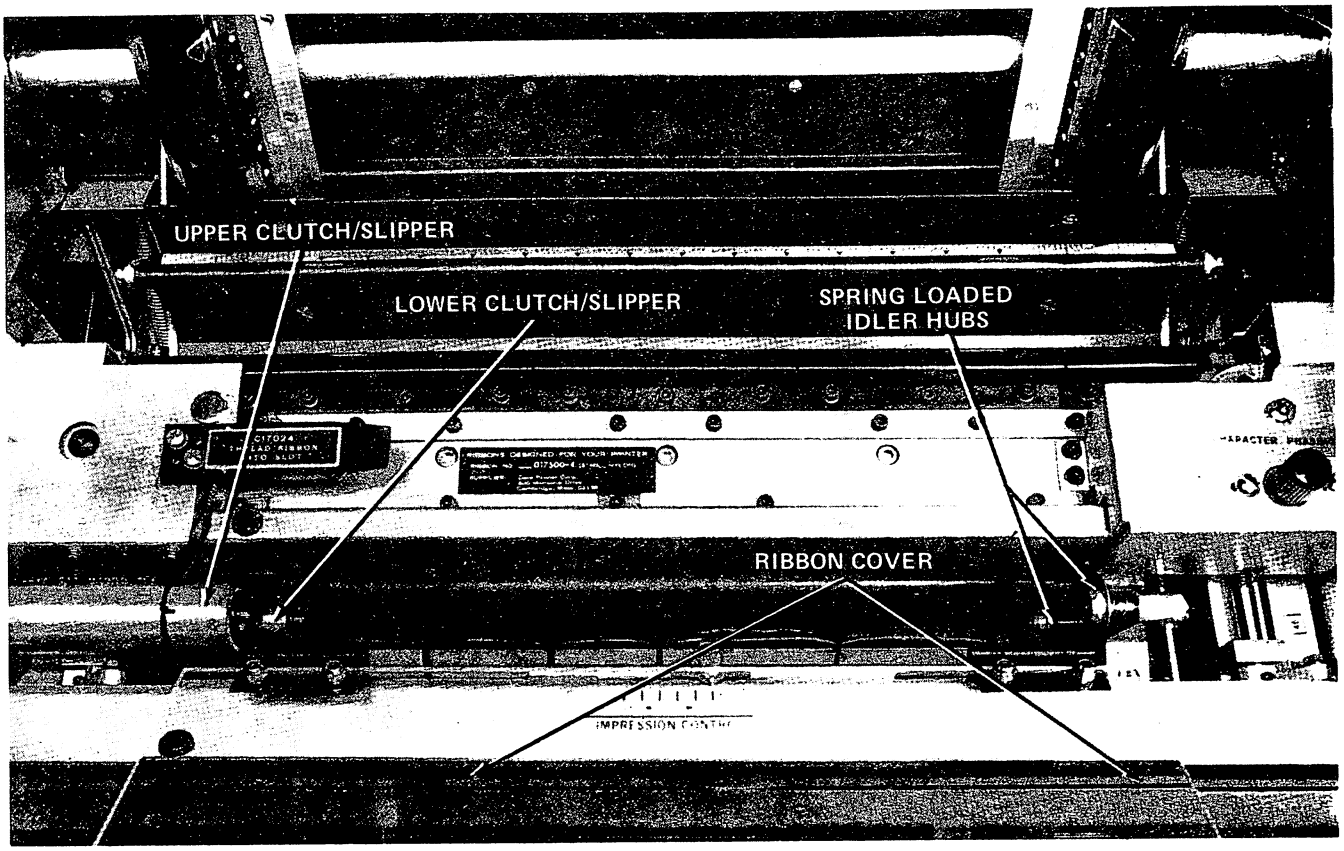

Figure 1-4. Ribbon Feed Mechanism
1. Raise the canopy; release and pull out the printer yoke to gain access to the ribbon and ribbonfeed mechanism (shown in Figure 1-4).